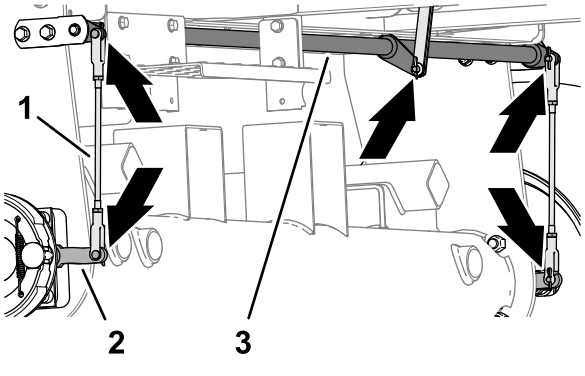

Figuur 70
1. Controleer de linker en rechter remstang (Figuur 70) op beschadiging en slijtage.
2. Controleer de scharnieras van de rem (Figuur 70) op beschadiging en slijtage.